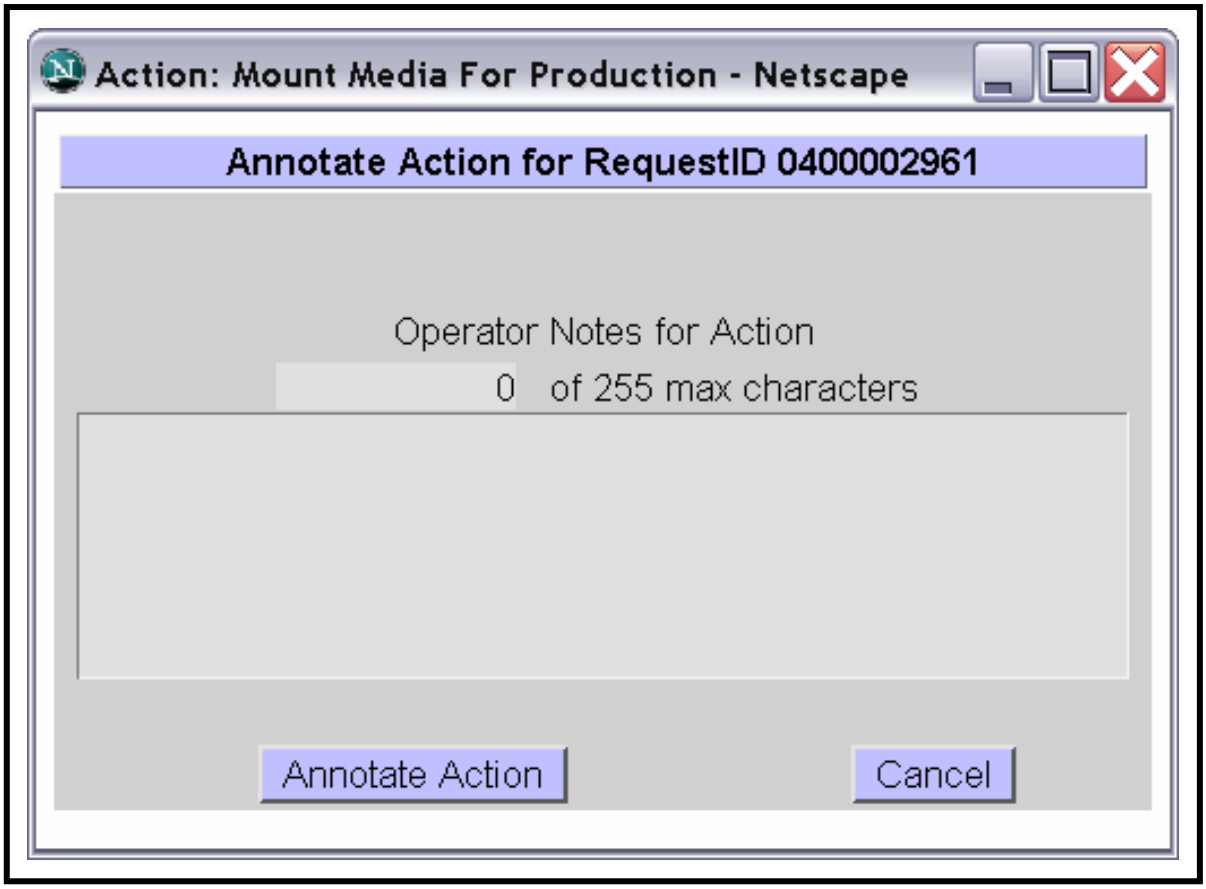

Figure 89. Annotate Action Page
The **Annotate Action** page (Figure 89) provides the full-capability operator with a means of adding notes to PMD actions.
- An **Annotate Action** dialogue box (Figure 89) is displayed.